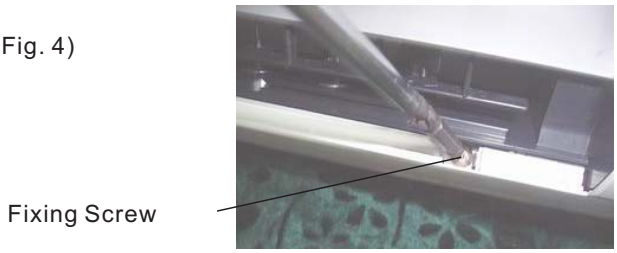

Fig. 4
2.Release the two screws under the both caps. (Fig. 4)